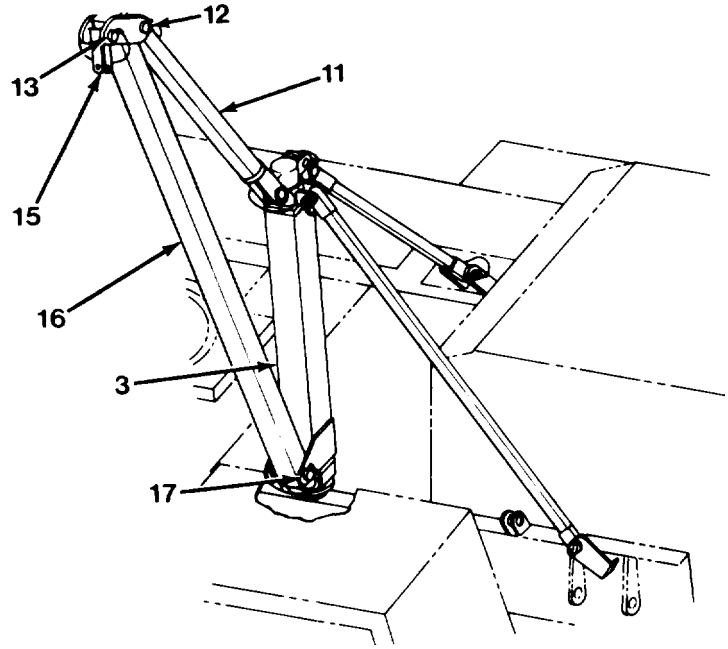

Figure 5-12. *Assembling the Mast*
c. Remove lift arm (16) and pins (17) and (18) from storage brackets. Place pin (18) in tool box for future use.
d. With sheave bracket (15) down, connect lift arm (16) to base of mast (3) with pin (17, Figure 5-12).
e. Using two pins (12), attach adjustable truss rod (11) to top of mast (3) and top of lift arm (16). The mast and arm assembly is now complete.